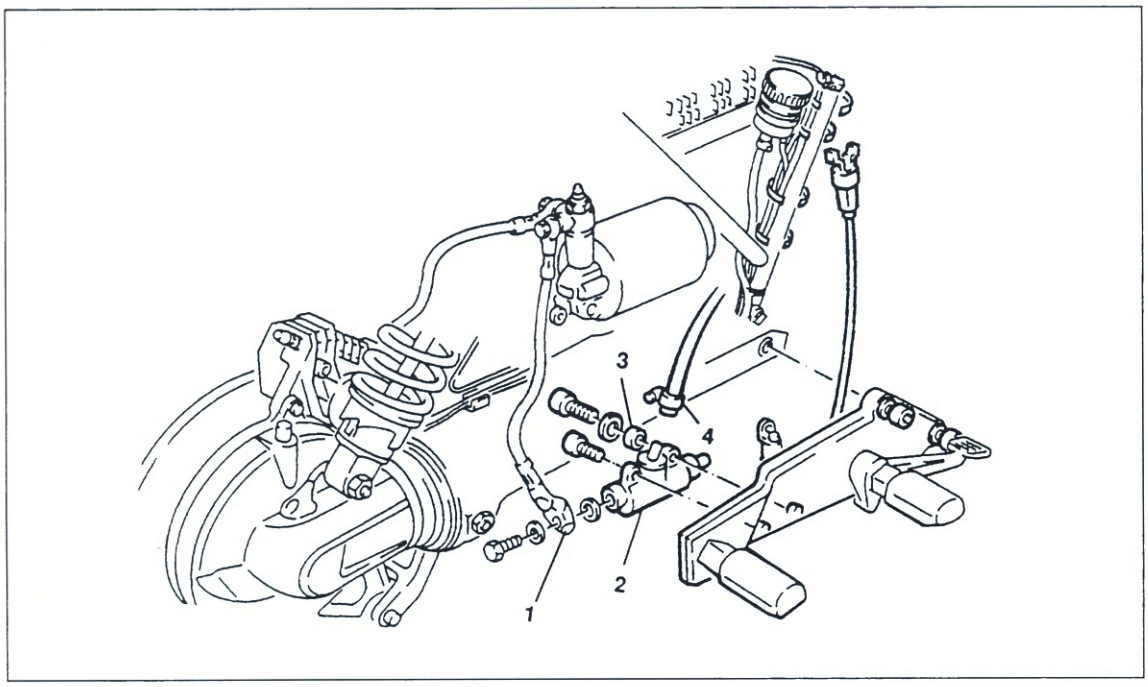

Bild 198
● **Fussbremspumpe ausbauen (Bild 198):** Bremsleitung ① an Pumpe lösen.
● Schelle ④ Bild 198 an Zulaufleitung öffnen und Leitung abziehen.